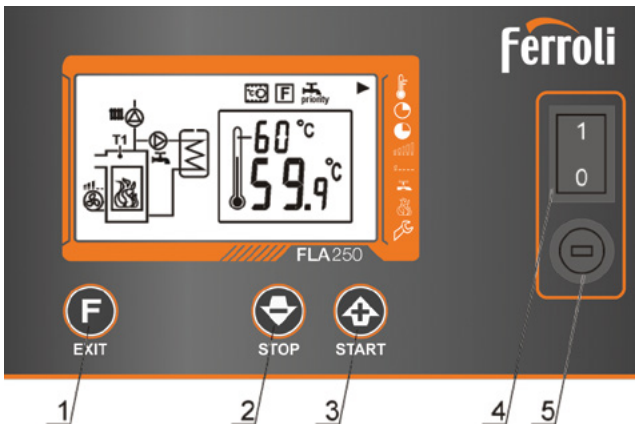

Fig 1. Tastatura
Regulatorul se pornește prin apăsarea comutatorului principal (4) Fig. 1. În primul rând apare o fereastră de informații cu versiunea de software, apoi regulatorul afișează fereastra principală.